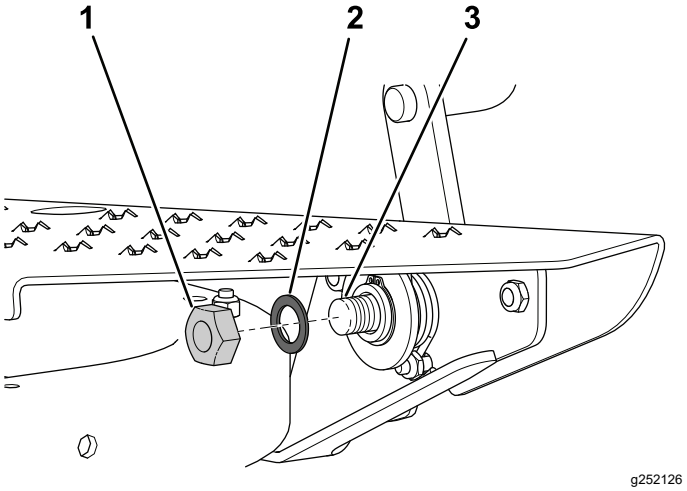

Figura 9
8. Fixai pedala de blocare pe suportul pentru picioare i pe ansamblul butucului cu o aibă plată (⅝ x 1") i piuliă de blocare (⅝"); consultai Figura 9.